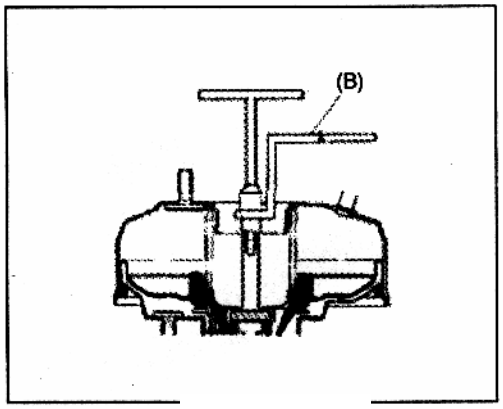

Рис. 699
2) Если длина больше требуемого значения,, отрегулируйте высоту при помощи регулировочной гайки толкателя (Рис. 699).